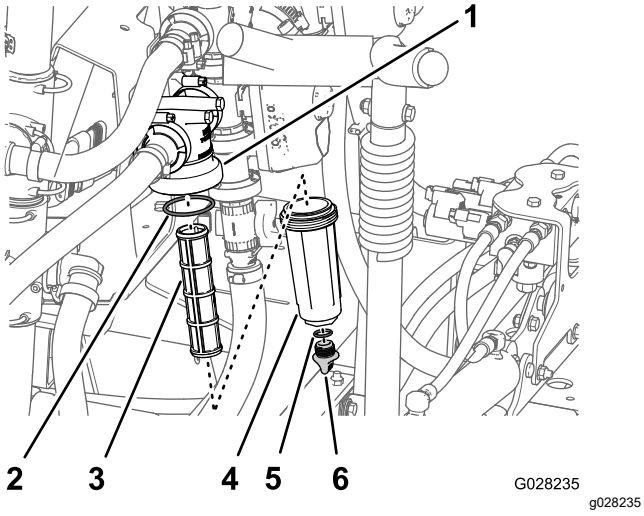

Figur 51
2. Placera ett kärl under tryckfiltret (Figur 51).
3. Vrid avtappningslocket motsols och ta bort det från tryckfiltrets skål (Figur 51).
4. Vrid skålen motsols och ta bort filterhuvudet (Figur 51).
5. Ta bort tryckfiltret (Figur 51).
7. Kontrollera att avtappningspluggens packning (sitter på insidan av skålen) och skålens packning (sitter på filterhuvudets insida) inte är slitna eller skadade (Figur 51).
8. Montera tryckfiltret i filterhuvudet (Figur 51).
9. Montera skålen på filterhuvudet och dra åt för hand (Figur 51).
10. Sätt på avtappningslocket på skruvförbindningen i skålens botten och skruva åt det för hand (Figur 51).